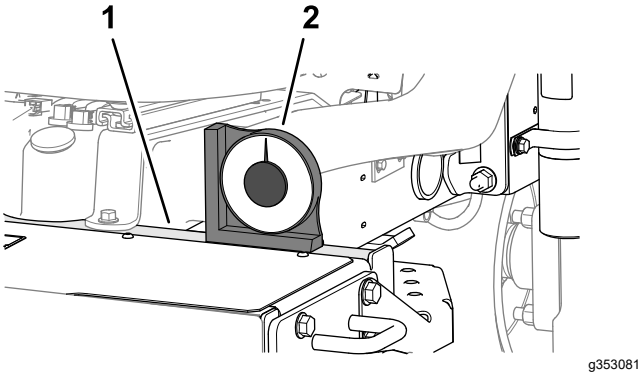

Figur 6
2. Kontroller, at maskinen er i plan position ved at sætte en håndholdt vinkelindikator (følger med maskinen) på tværvangen ved brændstoftanken (Figur 6).